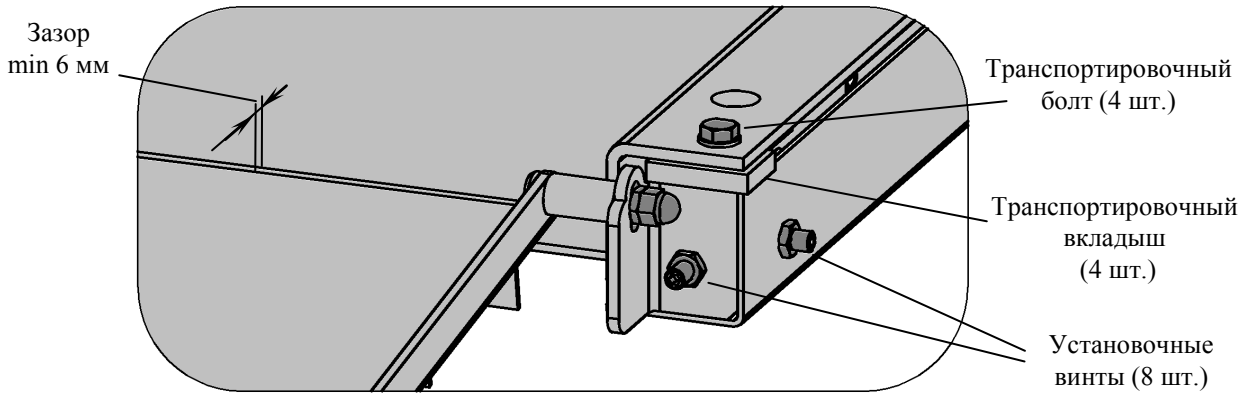

Рис. 5.1 - Сборка модуля
5.3 Вывинтить транспортировочные болты в четырёх углах грузоприемной платформы и удалить транспортировочные вкладыши между грузоприемной платформой и подрамником (см. Рис. 5.1).